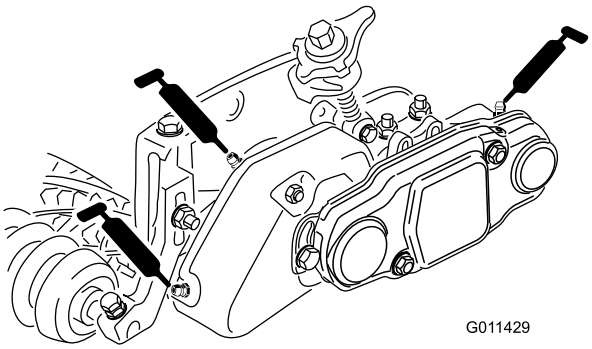

Figur 35
49. Fyll varje cylinderlagerhus med fett (Figur 35). Överskottsfettet sipprar ut mellan de inre tätningarna och skyddstätningarna.
50. Smörj alla trimsatslagren (max. två eller tre pumpslag) (Figur 35). Använd inte för mycket fett då överskottsfett kan medföra att tätningarna slutar att fungera. Torka av överflödigt fett.